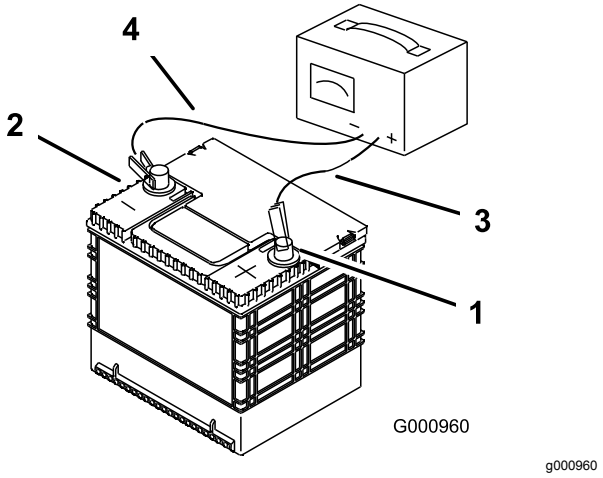

Figuur 63
2. Zodra de accu volledig is opgeladen, haalt u de acculader uit het stopcontact en maakt u vervolgens de oplaadkabels los van de accuklemmen (Figuur 63).